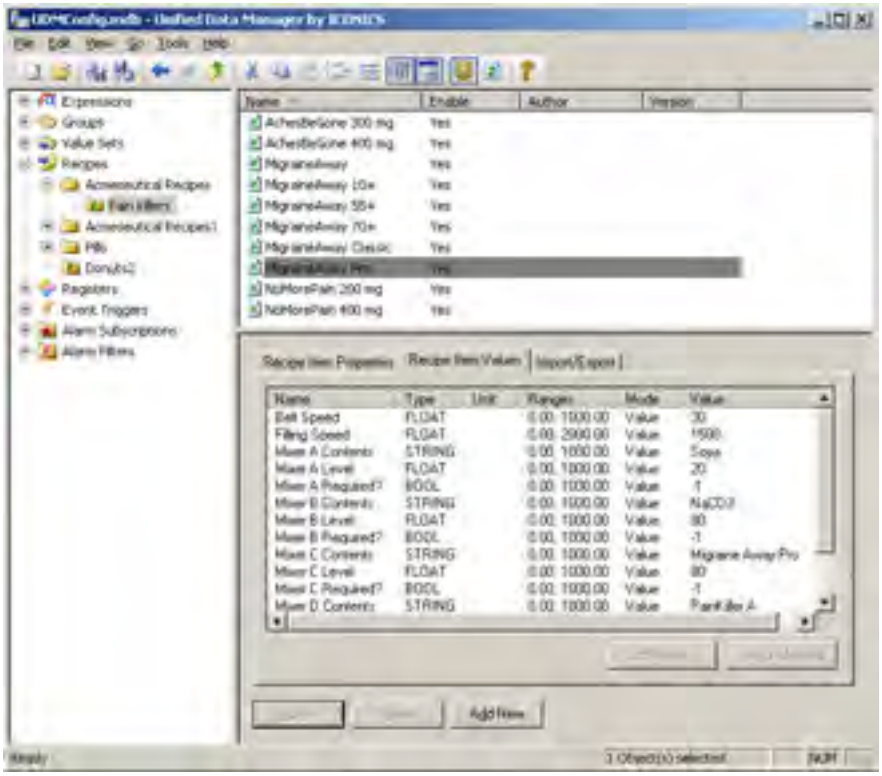

Figure L15.5 - All Recipes Created
23. You should have ten (10) recipes when you are done. Your UDM Recipes should look similar to Figure L15.5.